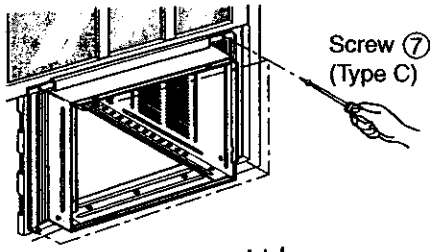

Figure 108
Attach each side curtain to the window sash using (4) TYPE C screws ⑦ (See Figure 108)